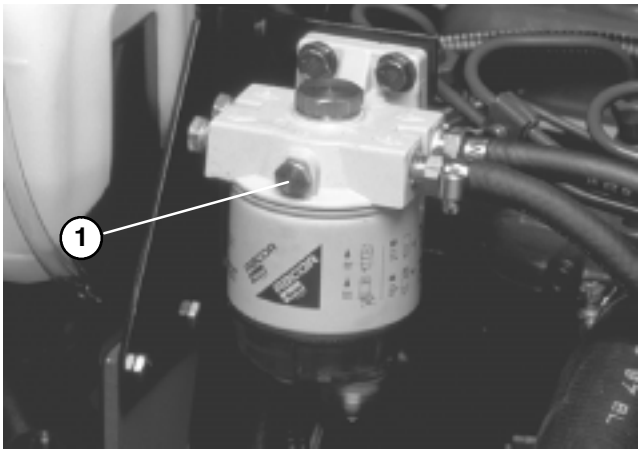

Figure 23
BLEEDING FUEL SYSTEM (Fig. 23 – 25)
2. Loosen air bleed screw on top of fuel filter/water separator (Fig. 23).